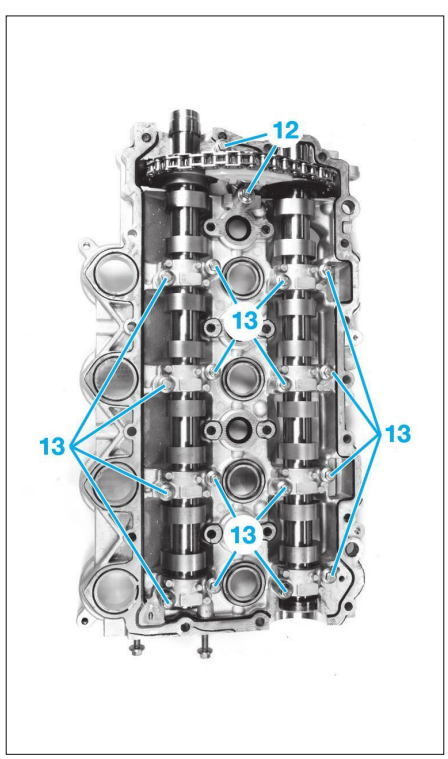

**Fig. 74**
- les vis de fixation (12) **(Fig.74)** du tendeur de chaîne,
- les vis de fixation des paliers d'arbre à cames (13),